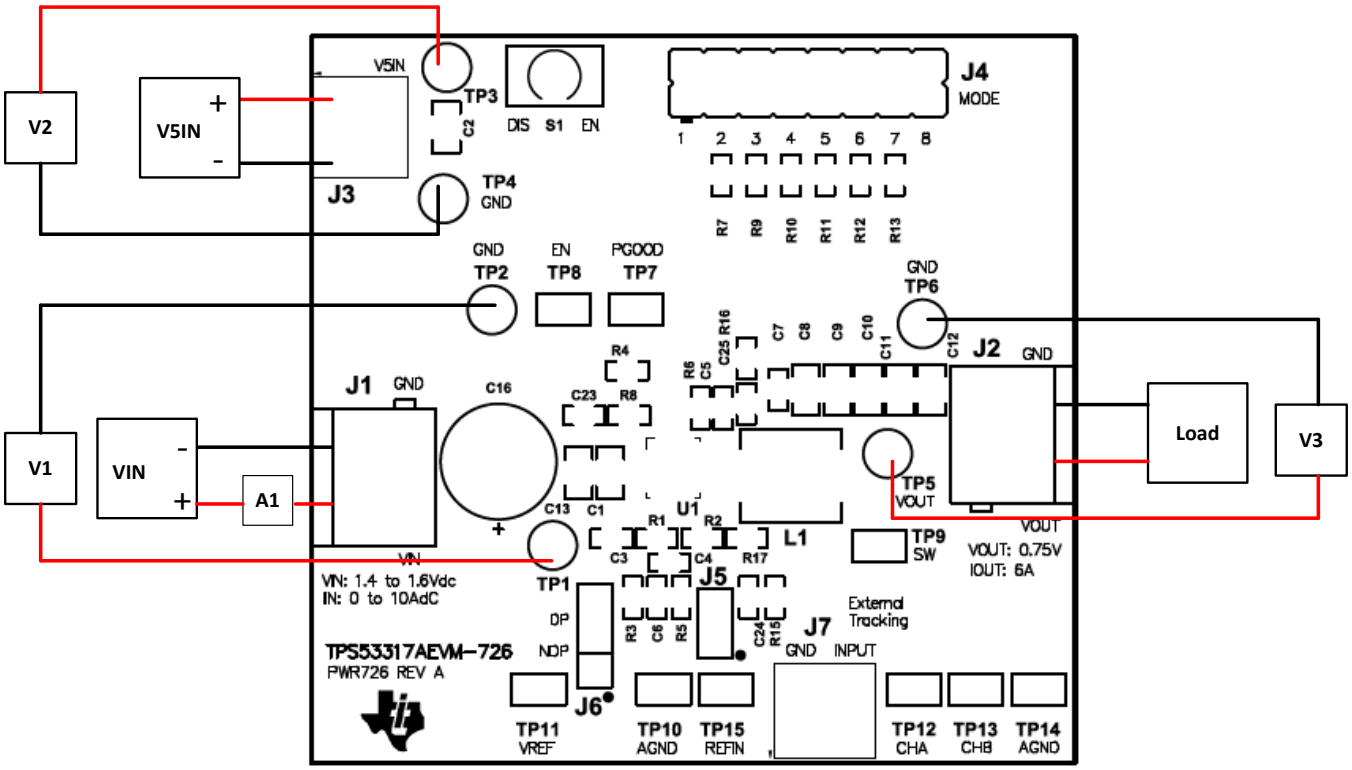

Figure 3. TPS53317AEVM-726 Recommended Test Set Up
- **VIN:** The input voltage source VIN should be a 0-V to 6-V variable DC source capable of supplying 8 A_{DC}. Connect VIN to J1 as shown in Figure 3.
- **V5IN:** The V5IN voltage source should be a 5-V DC source capable of supplying 1 A_{DC}. Connect V5IN to J3 as shown in Figure 3.
Figure 3 is the recommended test set up to evaluate the TPS53317AEVM-726. Working at an ESD workstation, make sure that any wrist straps, bootstraps or mats are connected referencing the user to earth ground before power is applied to the EVM.
1. Prior to connecting the DC input source VIN, it is advisable to limit the source current from VIN to 8 A maximum. Make sure VIN is initially set to 0 V and connected to J1 as shown in Figure 3.
4. Prior to connecting the 5-V DC source V5IN, it is advisable to limit the source current from V5IN to 1 A maximum. Make sure V5IN is initially set to 0 V and connected to J3 as shown in Figure 3.
Other Connections: Place a Fan as shown in Figure 3 and turn on, making sure air is flowing across the EVM.
1. Set up EVM as described in Figure 3.